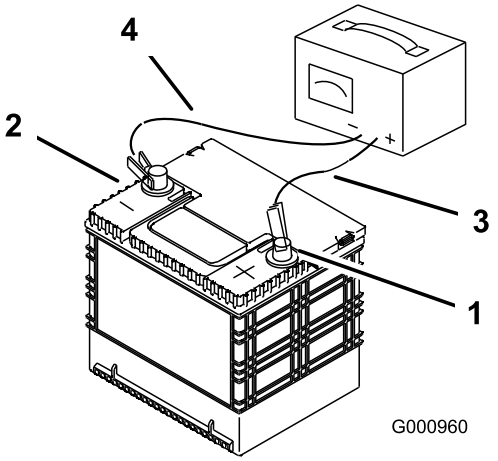

Figur 45
2. Når batteriet er helt oppladet, kobler du laderen fra strømuttaket, og deretter laderledningene fra batteripolene (Figur 45).